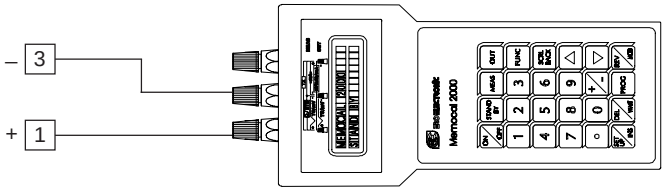

Fig.2
2) Connect the instrument under test to the calibrator as shown in Fig. 2.
1) Set the calibrator to 60.000 mV (see Fig. 2).